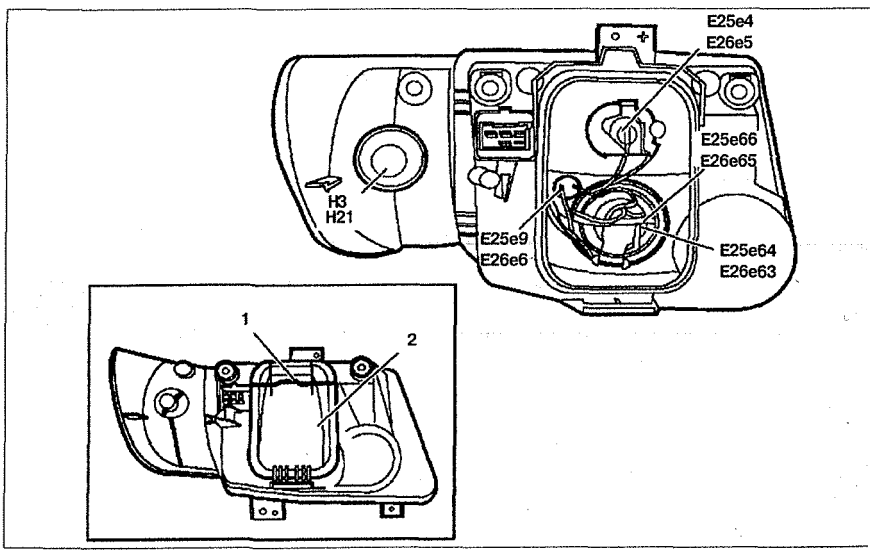

Рис. 10.18. Лампочки фары:
2. Отсоедините зажим **1** (см.рис. 10.18).